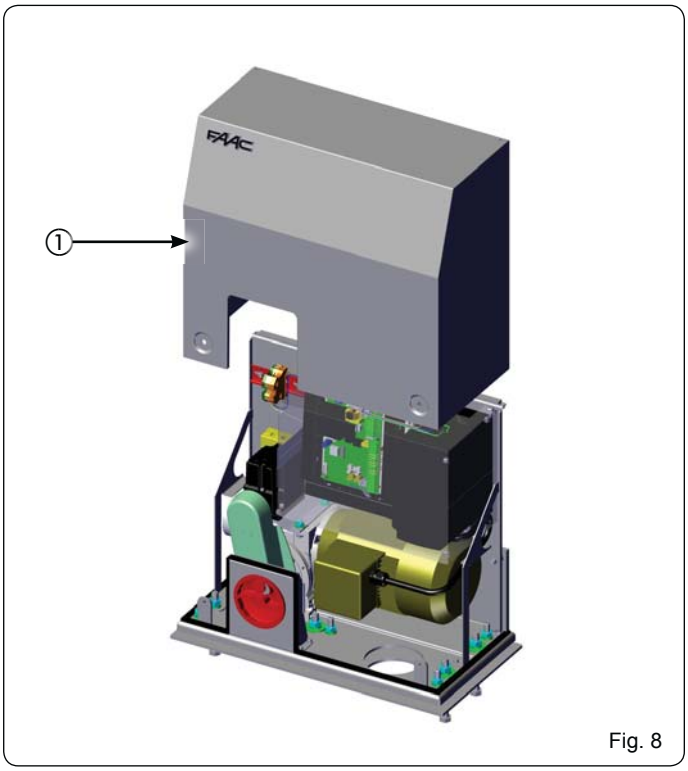

Fig. 8
1. Démonter le carter de protection en le soulevant (Fig. 8 réf. ①).